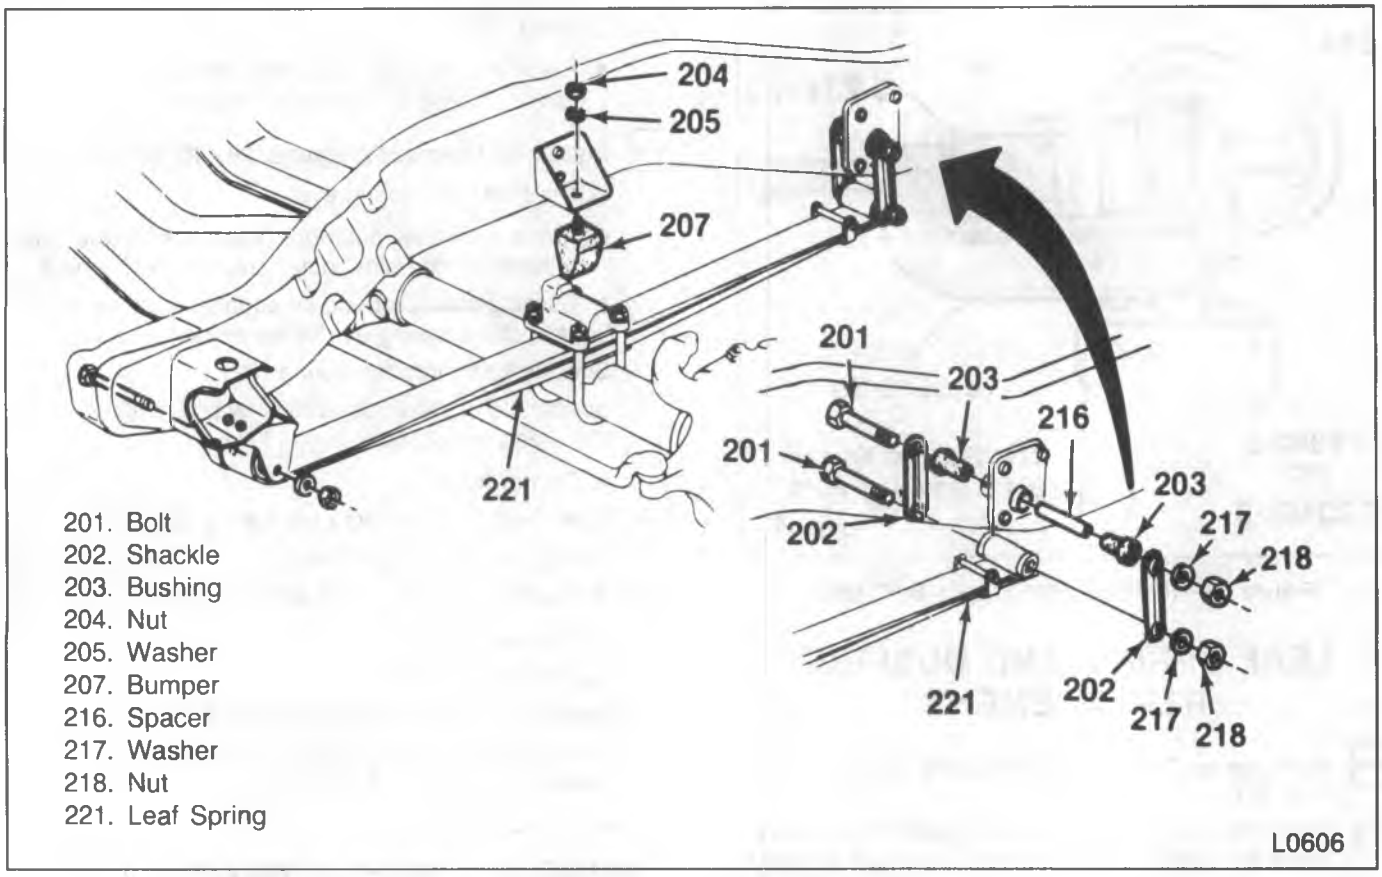

Figure 67 – Leaf Spring Attaching Parts
2. Spring (221) from frame.
3. Nut (239), washers (240) and bolt (242) (figure 67).
4. Spring (221) from the hanger (241).
5. Spring (221) from the axle.
- For V1 and V2 and the left side of V3 models, remove nuts (222), washers (223), U-bolts (227), plate (224) and the spacers (226).
- For the right side of V3 models, remove the bolts (248), nuts (222), washers (223), U-bolt (227), plate (224) and the spacers (226).
6. Nut (218), washer (217), bolt (201), bushings (203) and spacer (216) (figure 67).
7. Shackle (202) from the spring (221).
- For V1 and V2 models and the left side of V3 models, attach the lower spacer (226), plate (224), U-bolts (227), washers (223) and nuts (222) (figure 67).
- For the right side of V3 models, attach the lower spacer (226), plate (224), U-bolt (227), washers (223), bolts (248) and nuts (222) (figure 67).